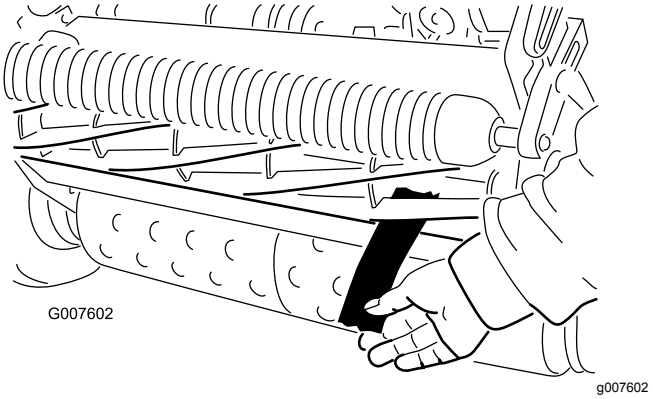

Figur 53
12. Afprøv klippeydelsen ved at indsætte en lang stribe klippeydelsespapir mellem knivcylinderen og bundkniven, vinkelret med bundkniven (Figur 53). Drej langsomt knivcylinderen fremad. Den bør klippe papiret.